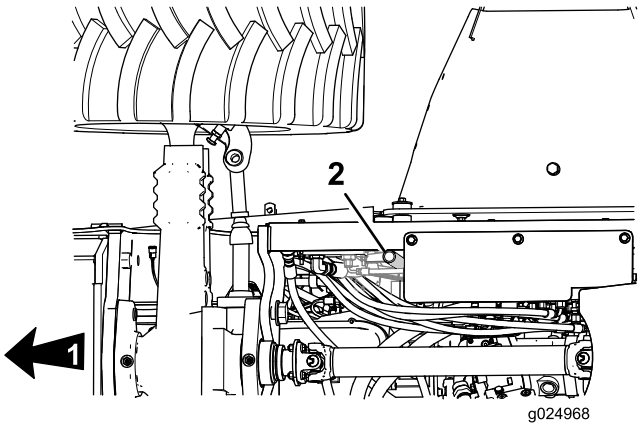

Figure 66
1. Vérifiez si le tube de recyclage des gaz du carter (Figure 66) contient des boues, des débris ou de la glace.